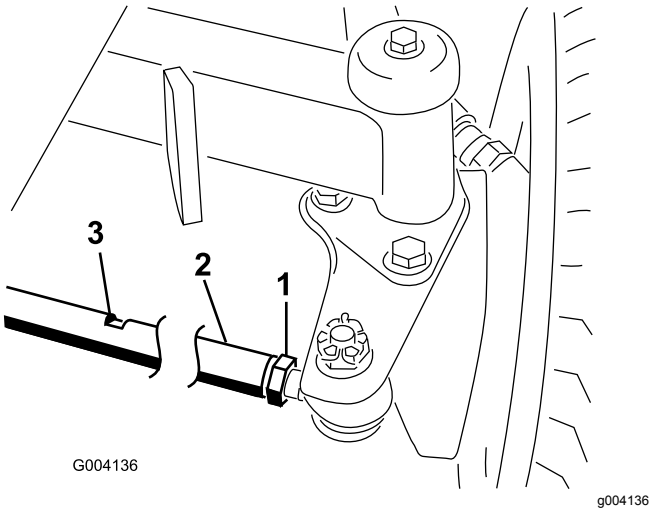

Figure 61
2. Desserrez l'écrou de blocage à chaque extrémité de la biellette (Figure 61).